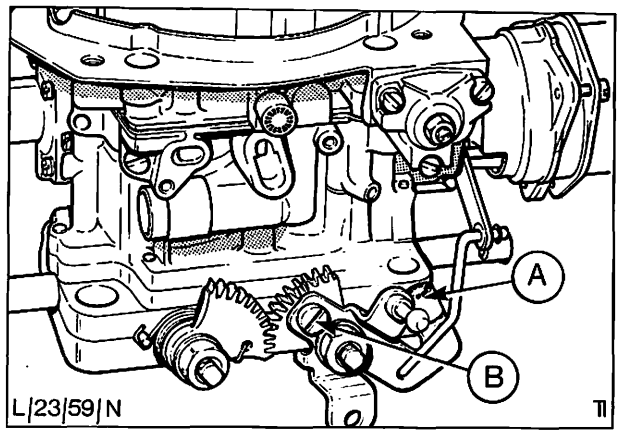

Abb. 115 Drosselklappen-Synchronisierung einstellen
19. Bei Vergasern, die vor Juni 1979 hergestellt wurden, Drosselklappen-Synchronisierung prüfen und einstellen, Abb. 115.